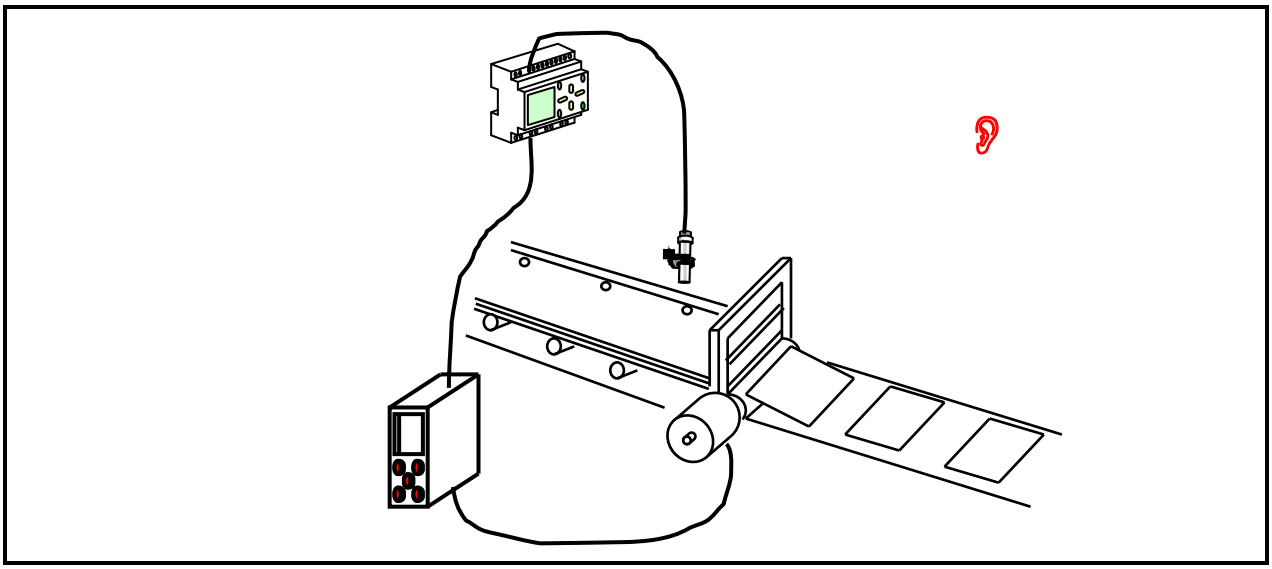

FIGUUR 1
Bestudeer FIGUUR 1 van 'n motortoepassing wat 'n kontroleerder vir beheer gebruik en beantwoord die vrae.
2.1 Verduidelik die werking van die toepassing wat in FIGUUR 1 voorgestel word. (4)
2.2 Teken die kenmerkende kromme wat die aansit, stop en spoedvermindering van die kontroleerder beheerde toepassing sal wys wat in FIGUUR 1 getoon word. (9)
2.4 Identifiseer die soort drywing (motor) wat gebruik behoort te word om die kenmerkende kromme in FIGUUR 1 te kry? (2)
2.5 Verduidelik die doel van die sensor in die toepassing in FIGUUR 1. (2)